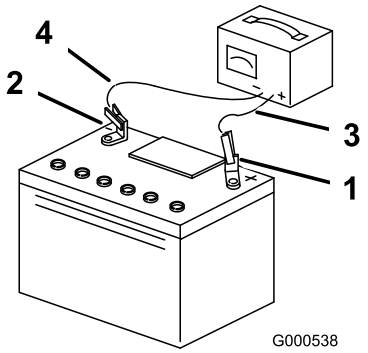

Figur 53
5. Når batteriet er fuldt opladet, skal du tage opladeren ud af stikkontakten og koble opladningskablerne fra batteriets poler (Figur 53).